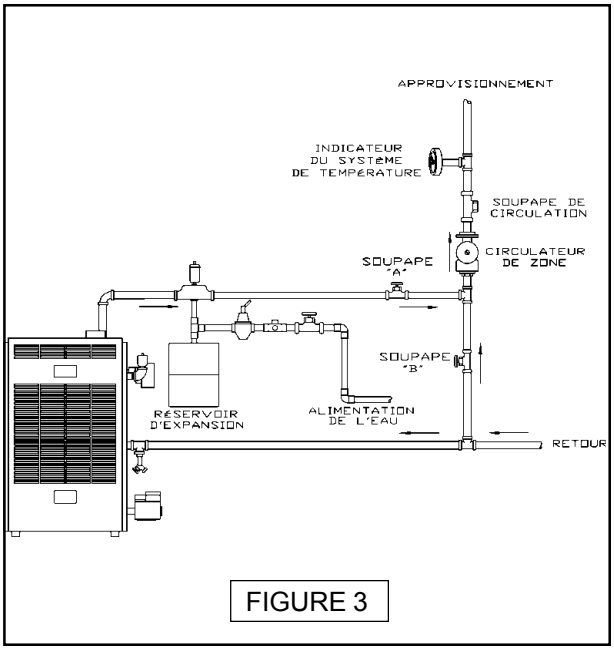

FIGURE 3
A. Cette méthode est utilisée pour protéger les systèmes, qui ont des panneaux radiants et le matériel dans lequel ils sont enchâssés, de la température élevée de l'eau venant de la chaudière. Voir la Figure 3.